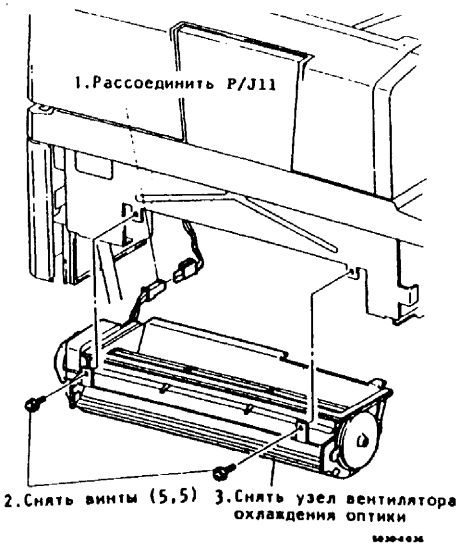

Рис.2. Снятие узла вентилятора охлаждения оптики
5. (Рис.2): Снять узел вентилятора охлаждения оптики.